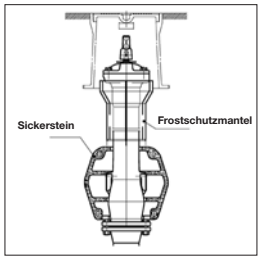

Abbildung 2
- Vor dem Verfüllen des Rohrgrabens zur sicheren Entleerung des Hydranten z. B. den passenden VAG-Sickerstein (Abb. 2) einbauen oder im Bereich der Entleerung sickerfähiges Material verwenden.